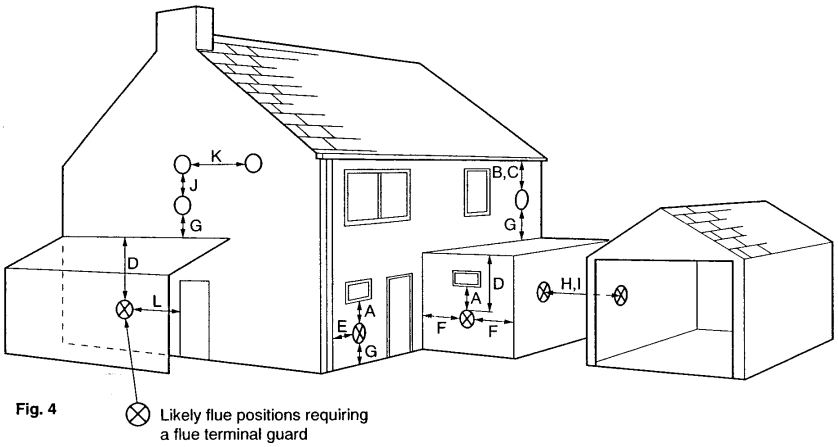

Fig. 4
2. Fig. 4 shows the positioning of the flue terminal relative to buildings and other structures.